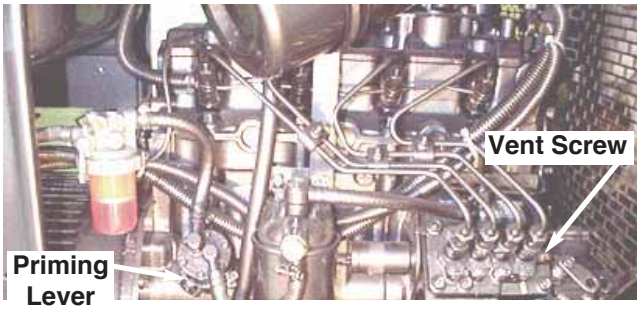

**FIGURE D.1**
1. Loosen by two or three turns, the vent screw (Figure D.1) on the fuel inlet connection.